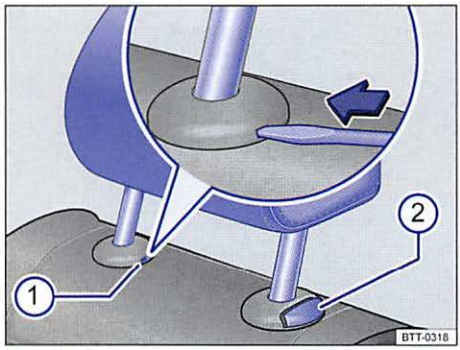

Fig. 40 Removing the rear head restraints.
- If necessary, press the flat blade of the screwdriver from the vehicle tool kit into the slit of the trim cap ⇒ fig. 40 ① in the direction of the arrow and hold it in this position.
- At the same time press button ② while a second person pulls out the head restraint completely.